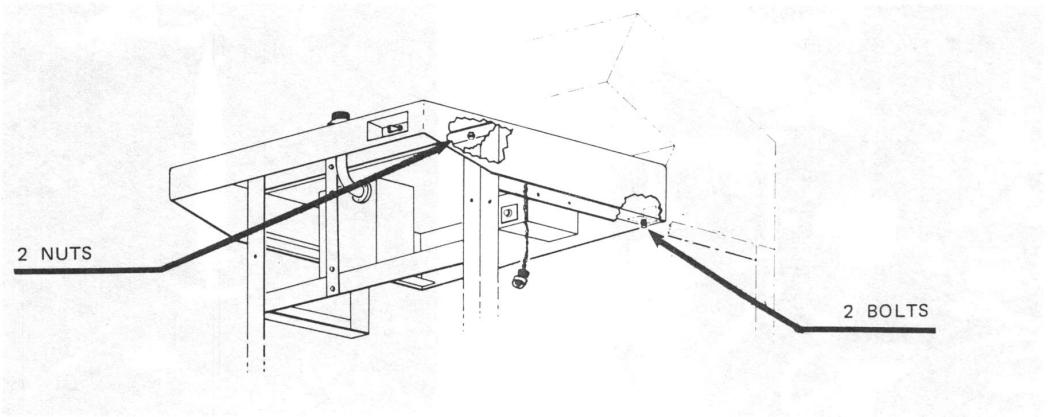

Figure 6-8. Removing Stainless Steel Counter Top
b. Using 7/16-inch socket wrench, remove the two nuts in the front top frame member and the two bolts at the rear of the side frame members (Figure 6-8).